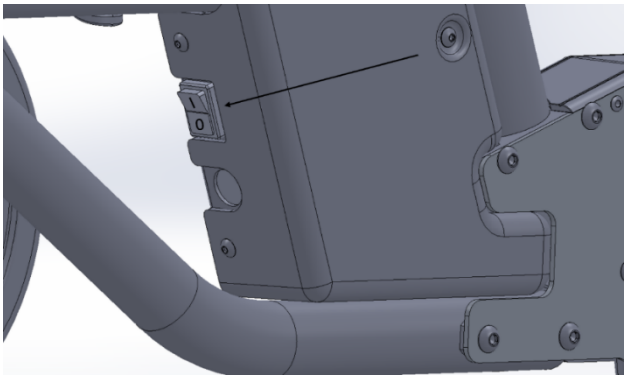

Figure 13. Emplacement de l'interrupteur de marche-arrêt
- Appuyez sur la partie « O » de l'interrupteur de marche-arrêt afin que l'appareil soit éteint pendant le transport ou l'entreposage (figure 13).
- Pour éteindre l'appareil, appuyez sur la partie « O » de l'interrupteur de marche-arrêt (figure 13).